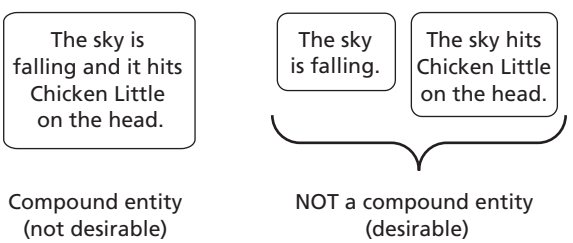

Figure 2.3 Structure: compound entity.
- No compound entities (see Figure 2.3). A single entity must not contain more than one idea. For example, "The sky is falling" is an entity that contains only one idea.